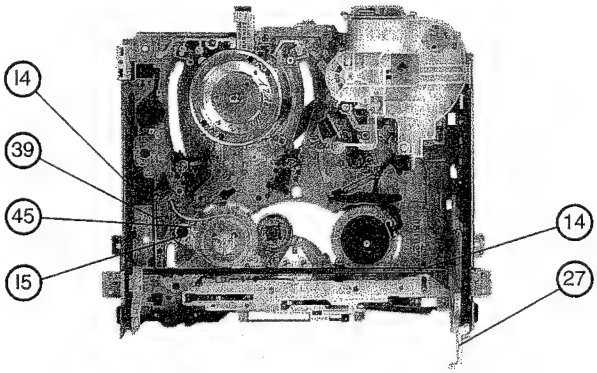

fig. 7
- Den Hebel der Kassettenträgerklappe (27) einsetzen, Abb. 7.
- Position the lever of the cassette holder door as shown in figure 7.
(Abb. 7 und 8)
(fig. 7 and 8)